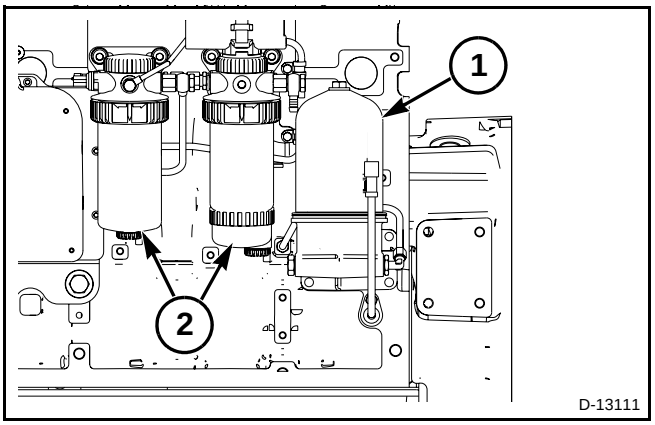

FIG. 79
FIG. 79: Replace the centrifugal filter canister located in the centrifugal filter housing (1). The centrifugal filter housing is located on the forward side of the engine, next to the fuel filters (2).